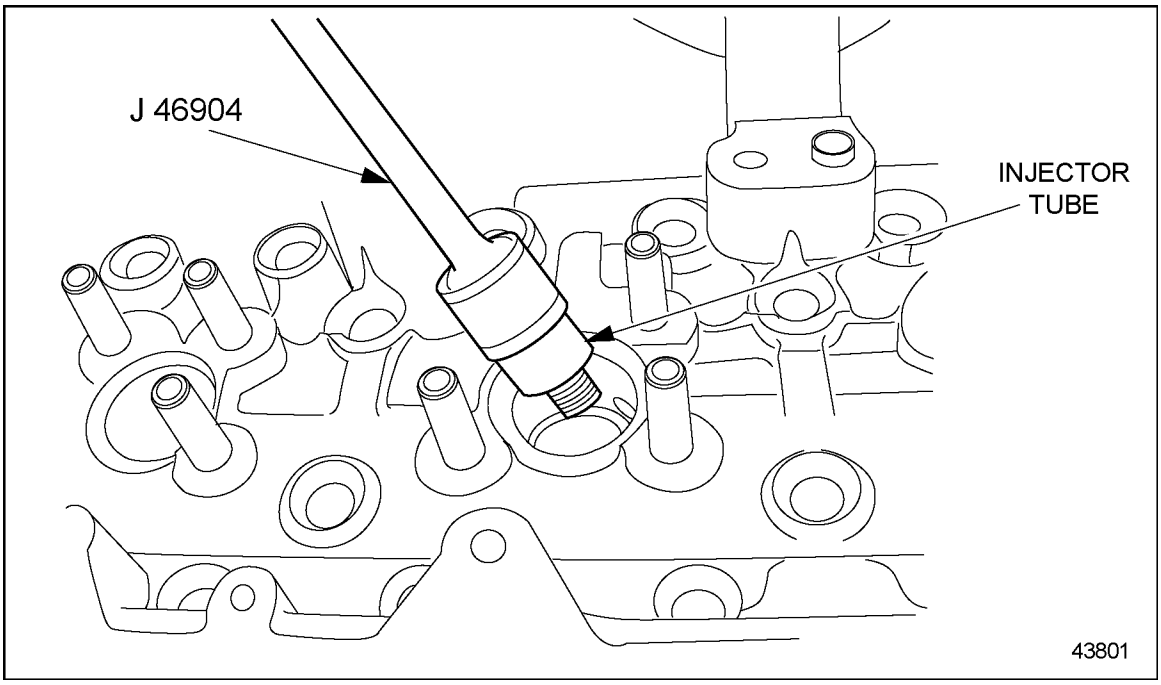

Figure 2-39 Installation of Injector Tube on Tool J 46904
4. Install the injector tube on tool J 46904. See Figure 2-39.